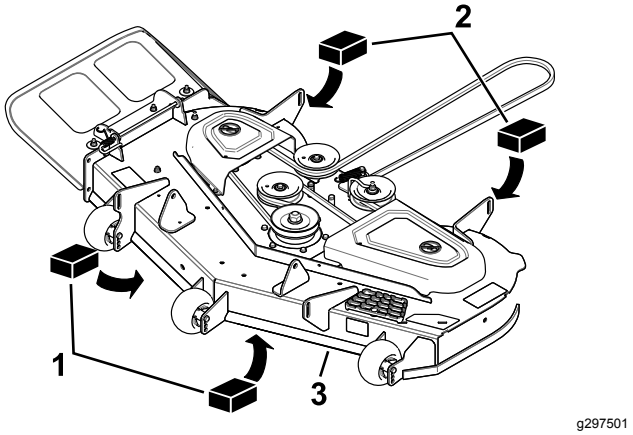

Figur 73
3. Placer 2 blokke med hver en tykkelse på 6,6 cm under hver side af skjoldets forkant, men ikke under antiskalperingsrullebeslagene (Figur 73).
4. Placer 2 blokke med hver en tykkelse på 7,3 cm under bagkanten af klippedækket – 1 på hver side af klippeskjoldet (Figur 73).